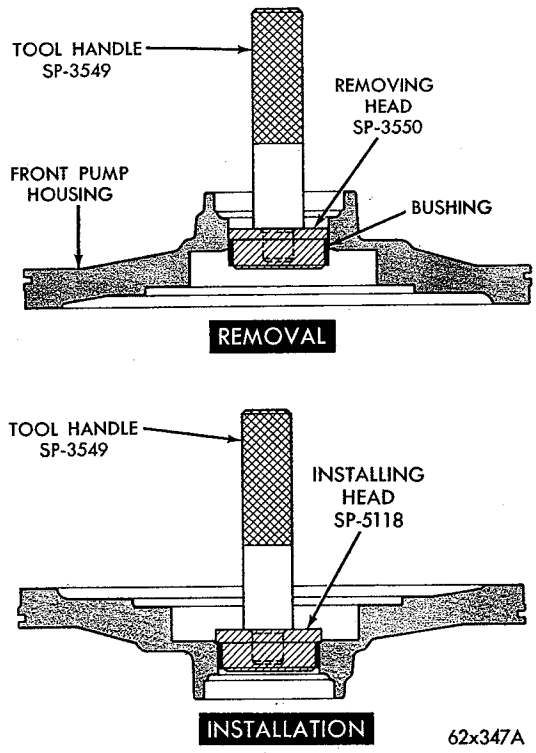
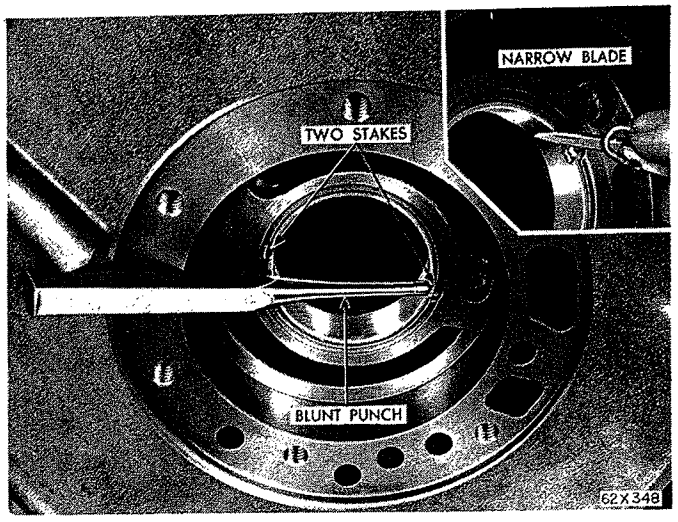

***Fig. 75—Replacing Pump Bushing***
***Fig. 76—Staking Pump Bushing***
head (Fig. 75).
(3) Drive bushing straight down and out of the bore. Be careful not to cock tool in the bore.
(4) Position a new bushing on installing head Tool SP-5118.
(5) With pump housing on a smooth clean surface (hub end down), start bushing and installing head in the bushing bore. Install handle Tool SP-3549 in installing head (Fig. 75).
(6) Drive bushing into housing until tool bottoms in the pump cavity. Be careful not to cock tool during installation.
(7) Stake the bushing in place by using a blunt punch or similar tool (Fig. 76). A gentle tap at each stake slot location will suffice.
(8) Using a narrow-bladed knife or similar tool, remove high points or burrs around staked area (Fig. 76). Do not use a file or similar tool that will remove more metal than is necessary.
(9) Thoroughly clean pump housing before installa-